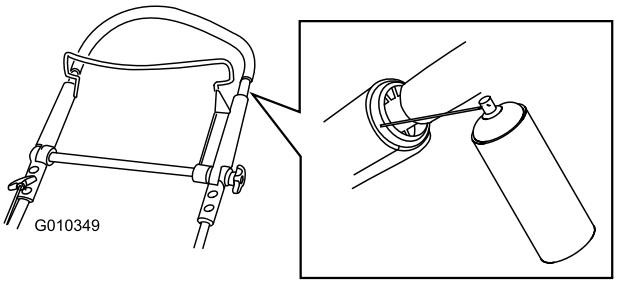

Figur 41
1. Spray den ytre plastenden av det indre håndtaket (Figur 41).